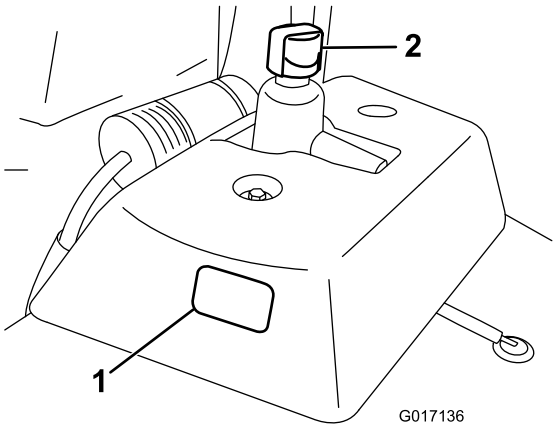

Figura 22
1. Coloque la máquina en una superficie nivelada. Asegúrese de que la máquina se ha enfriado, para que el aceite esté frío. Compruebe el nivel de aceite observando la mirilla situada en el lado del depósito de aceite auxiliar (Figura 22). Si el nivel de aceite se encuentra entre las dos marcas de la mirilla, el nivel es suficiente.